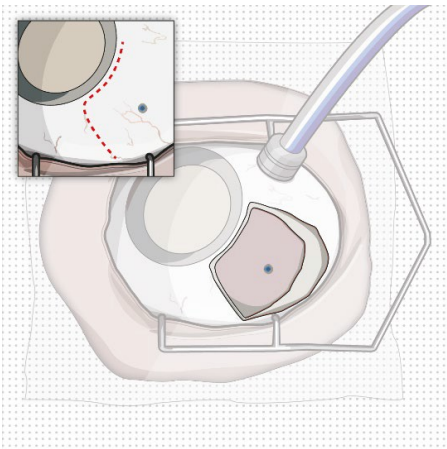

Figure 12 Conjunctival peritomy with blue dot representing selected implant location
- Measure with adjustable caliper and create at least a 6mm by 6mm peritomy of the conjunctiva and Tenon's capsule around the selected implant location, using wet field cautery (eraser tip) to achieve hemostasis of the underlying episcleral tissues (Figure 12).